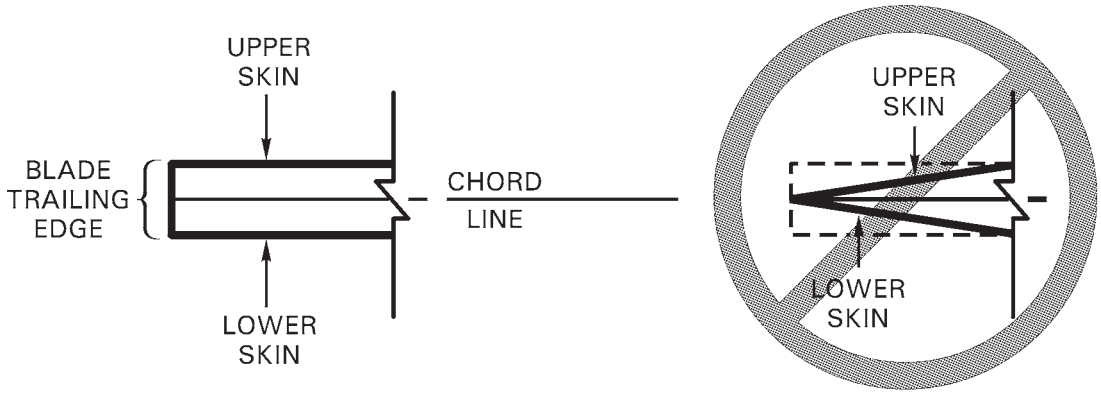

FIGURE 62-15 REPAIRS TO BLADE AND TRIM TAB TRAILING EDGES
1. Refer to Figure 62-15 and Section 62-50 for repair procedures for damage within limits. Blend out nicks and notches in blade trailing edge for 1.0 inch minimum each side of nick or notch (with a minimum 12 inch blend radius).
2. File trailing edge to maintain square edge at skins, perpendicular to chord line, per Figure 62-15. Seal exposed trailing edge bond joint.
2. Refer to Figure 62-15 and Section 62-50 for repair procedures for damage within limits. Blend out nicks & notches in trim tab trailing edges, 1.0 inch minimum each side of nick or notch (with a minimum 12 inch blend radius) keeping edge parallel with blade trailing edge.